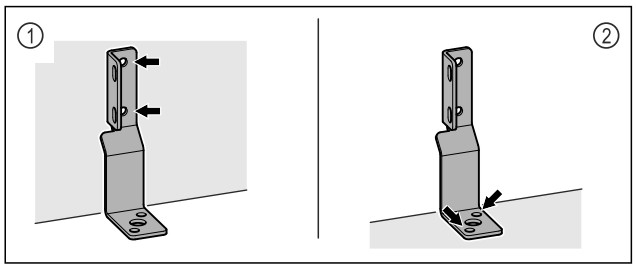

Fig. 6
▶ Закрепите уголок на стене *Fig. 6 (1)* или полу *Fig. 6 (2)*.